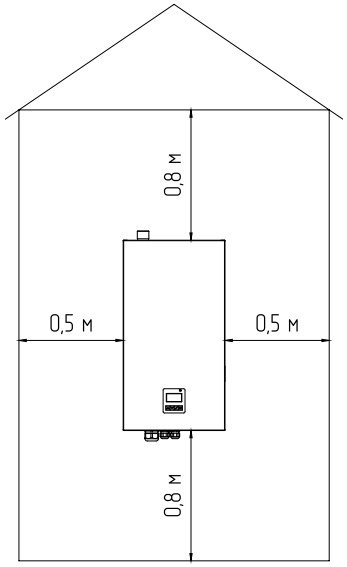

Рис.4. Схема установки котла
6.2. При монтаже котла необходимо выдерживать минимальные расстояния до стен, пола и потолка, указанных на Рис.4. Расстояния необходимо соблюдать для удобства эксплуатации и сервисного обслуживания.